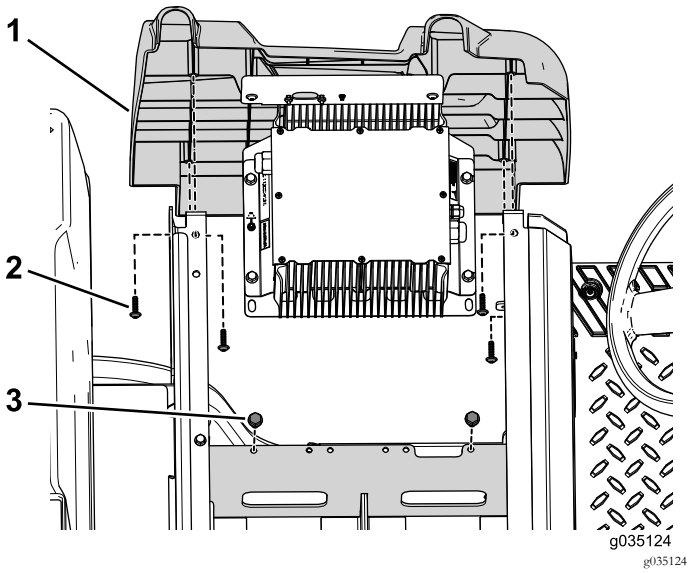

Figura 55
4. Retire los 2 pernos que sujetan el soporte del cargador a la bandeja de las baterías (Figura 55).
5. Retire los 4 tornillos autorroscantes que sujetan la cubierta del lado izquierdo a la máquina (Figura 55).